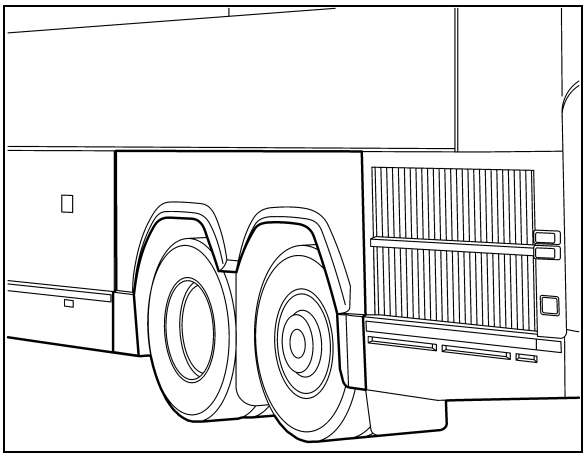

**FIGURE 21: L.H. SIDE REAR FENDER**
5. Remove L.H. side rear fender (Figure 21).